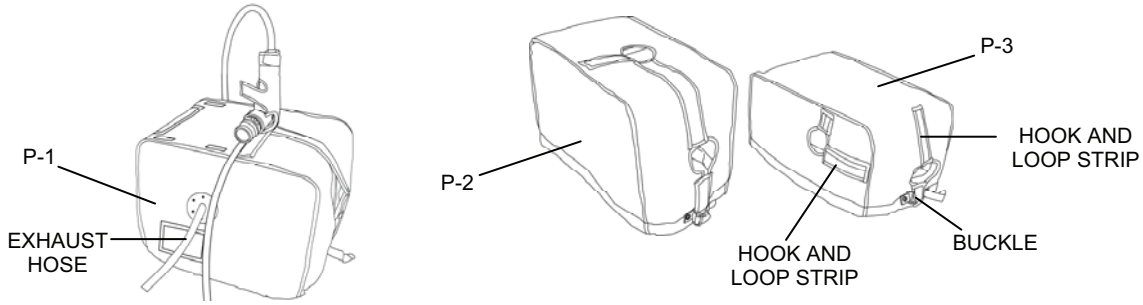

Figure 20. Pump Skid Insulating Cover Installation.
5. Install pump skid insulating covers on pump skids P-1 (if used), P-2, and P-3 as follows (Figure 20):